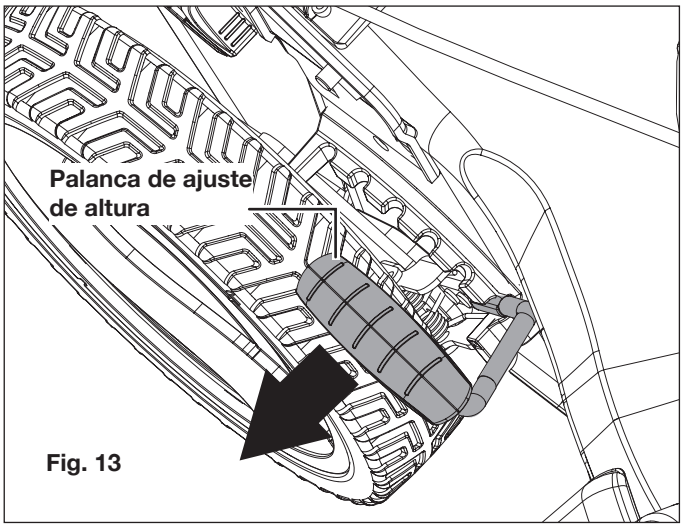

Fig. 13
2. Empuje la palanca de ajuste de altura de corte hacia fuera de la ranura original (Fig. 13).